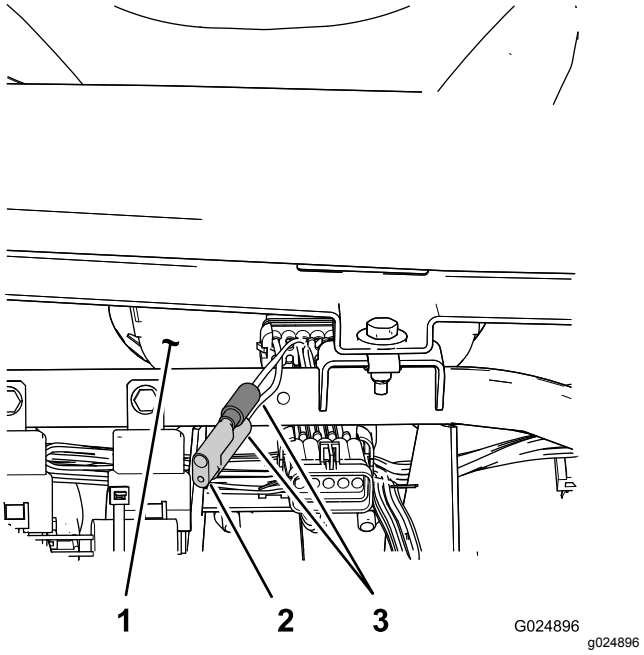

**Figur 78**
3. Finn de to løse ledningene ved siden av måleren (Figur 78).
4. Fjern konnektorpluggen fra ledningsfastspenneren og koble ledningene sammen (Figur 78).